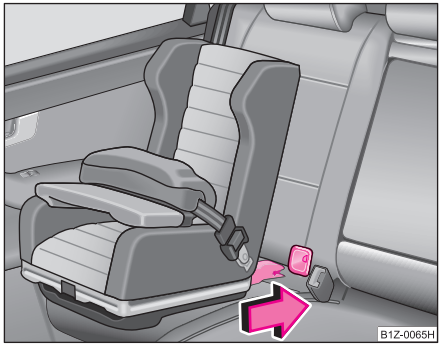

Fig. 125 Scaunul cu sistem ISOFIX se montează în dispozitivele de prindere existente.
– Împingeți brațele de fixare ale scaunului pentru copii prin elementele de prindere montate, în inele, până când se aude zgomotul specific de blocare ⇒ fig. 125.